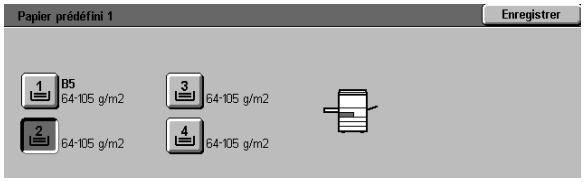

Figure 44 : Écran Magasin prédéfini
- À partir de l'écran Magasin prédéfini, appuyez sur la touche du magasin voulu (voir la figure 44).